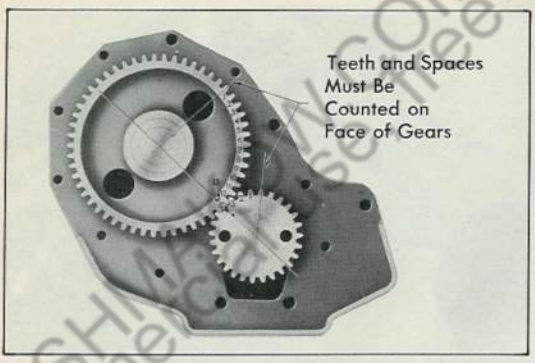

Fig. 58 Timing Marks on Gears Must Be Matched as Shown
4. If foregoing instructions indicate that valve timing is not correct, timing gear cover must be removed and timing gear marks checked. See Fig. 58.